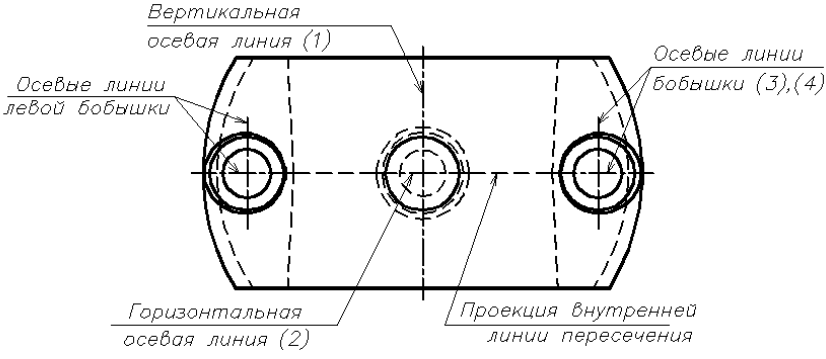

Рис. 10.15. Построение осевых линий на виде сверху
Строят вертикальную осевую линию (1) (рис. 10.15) для всей крышки подшипника с помощью команды **LINE** (ОТРЕЗОК). Координаты концов отрезка вводят с учетом реальных размеров изделия в *пространстве модели* и с учетом продления осевой за контур изображения, т. е. (**0,−55**) и (**0,55**).
Для отрезка горизонтальной осевой линии (2) в центре крышки подшипника используют концы штриховых линий, являющихся проекциями линии пересечения внутренних конических поверхностей (см. рис. 10.15). Точки вводят с помощью ранее установленной постоянной объектной привязки **Endpoint** (Конточка). Постоянные привязки затем снова временно отключают.
Осевые линии для левой конической бобышки (см. рис. 10.15) получают зеркальным отображением с помощью команды **MIRROR** (ЗЕРКАЛО) *(см. разд. 2.1)*. В качестве оси симметрии выбирают вертикальную осевую линию, проходящую через начало координат. При этом используют постоянную объектную привязку **Endpoint** (Конточка), не забывая ее затем временно отключить.